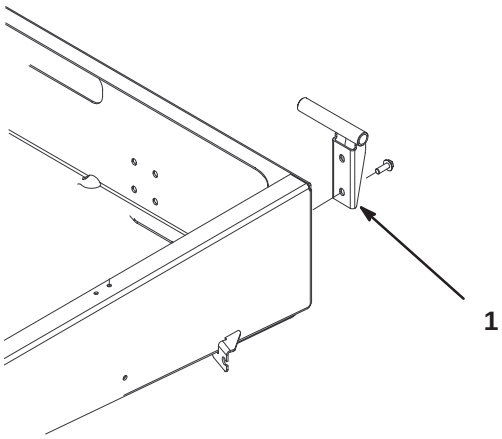

**Figur 8**
2. Monter det venstre aksebeslag på stellets bageste venstre hjørne med to flangeskruer (3/8 x 1 tomme). Placer beslaget som vist i figur 8.